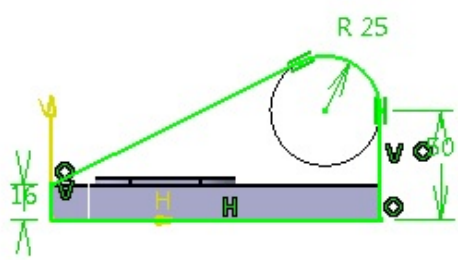

Figure 5-74 *Sketch for the third feature*
c. Create the third feature, which is a **Pad** feature, by extruding the sketch drawn on the back face of the second feature, refer to Figures 5-74 and 5-75.
2. Draw the sketch, as shown in Figure 5-74, and then exit the **Sketcher** workbench.